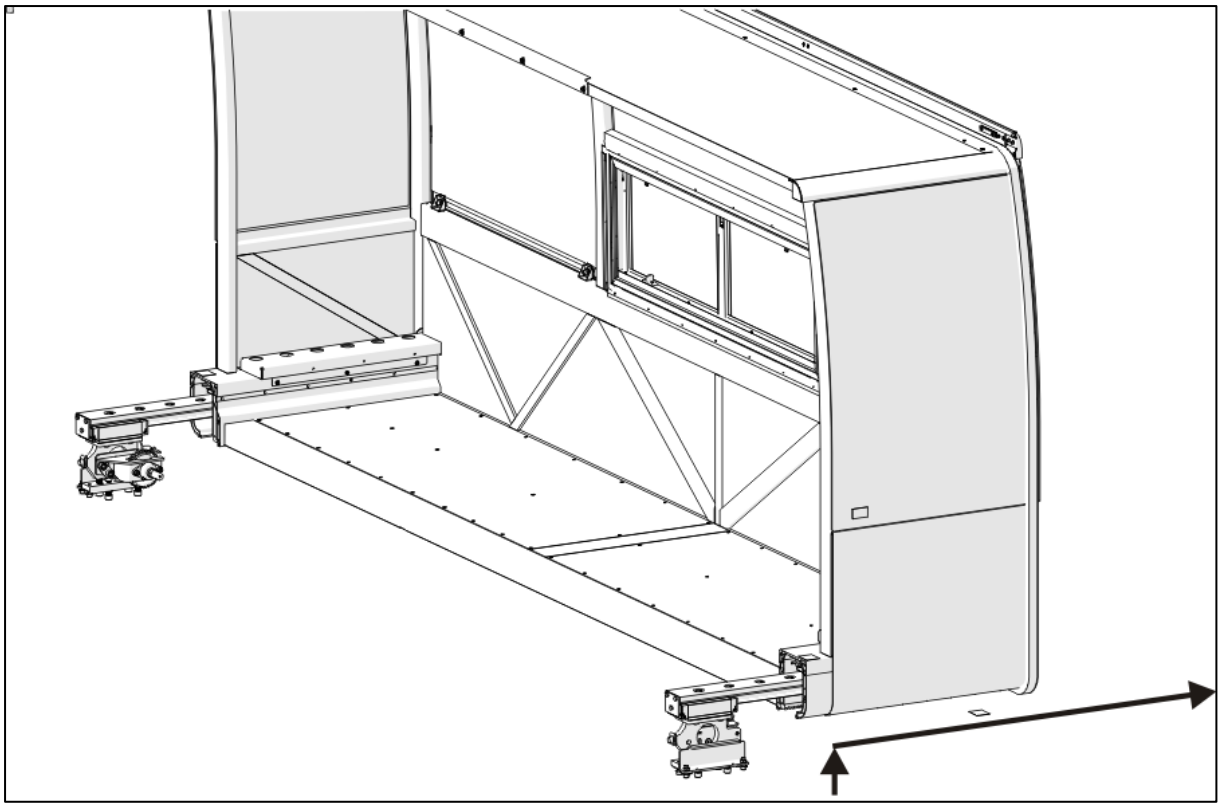

**FIGURE 10: LIFTING AND PULLING THE ROOM OUT**
18. Slowly pull the room straight out while keeping level.(Figure 10)